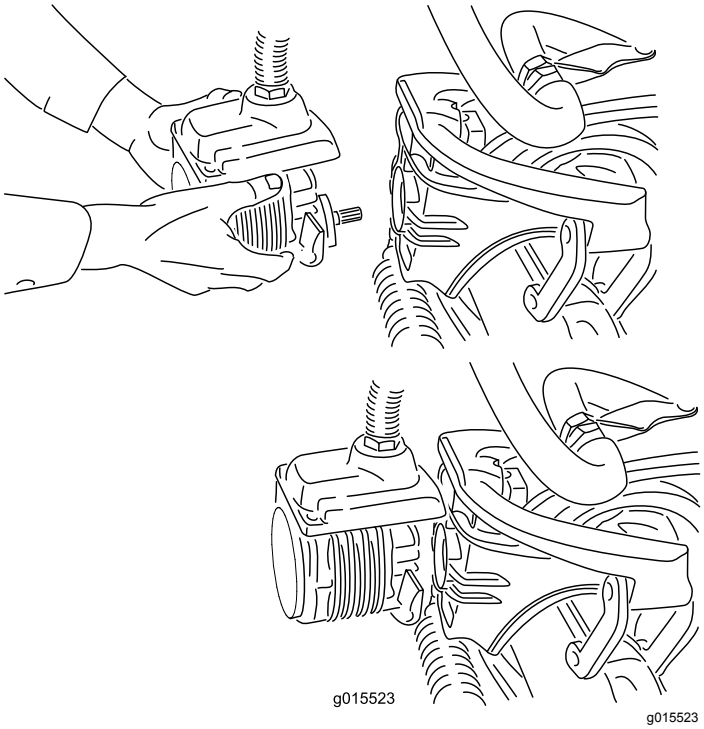

**Figur 40**
4. Flytt motoren til lagringsplassen foran på hjulopphengsarmen (Figur 40).